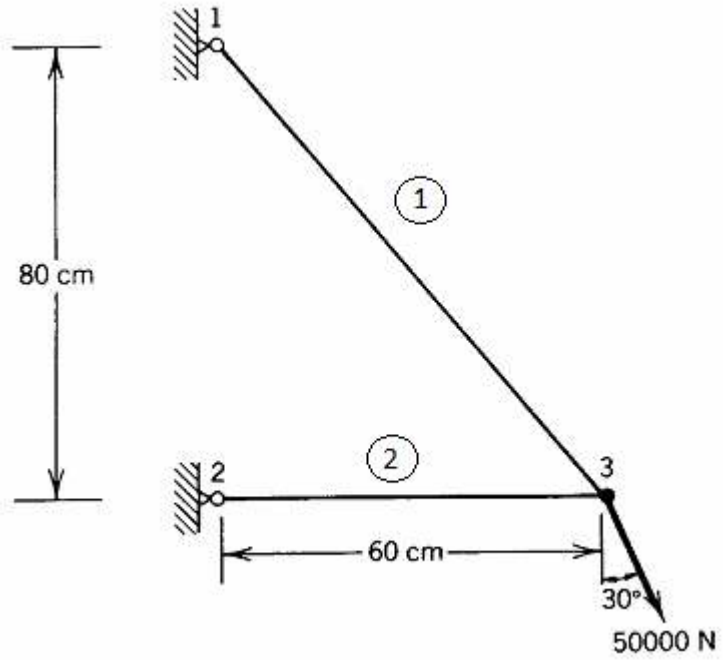

Figure 5
Q.4 (a) Find the displacements at nodes, stresses in members, and reactions at supports for the truss shown in figure 5. The Young's modulus E = 20 × 10^6 N/cm^2, Cross sectional area of element 1 = 5 cm^2 and of element 2 = 10 cm^2. **06**
Q.4 (a) Find the displacements at nodes, stresses in members, and reactions at supports for the truss shown in figure 5. All elements are subjected to a uniform temperature rise of 50 ^{0}C. Take, E = 200x10^3 N/mm^2 and α = 12 x 10^{-6} /°C. **08**